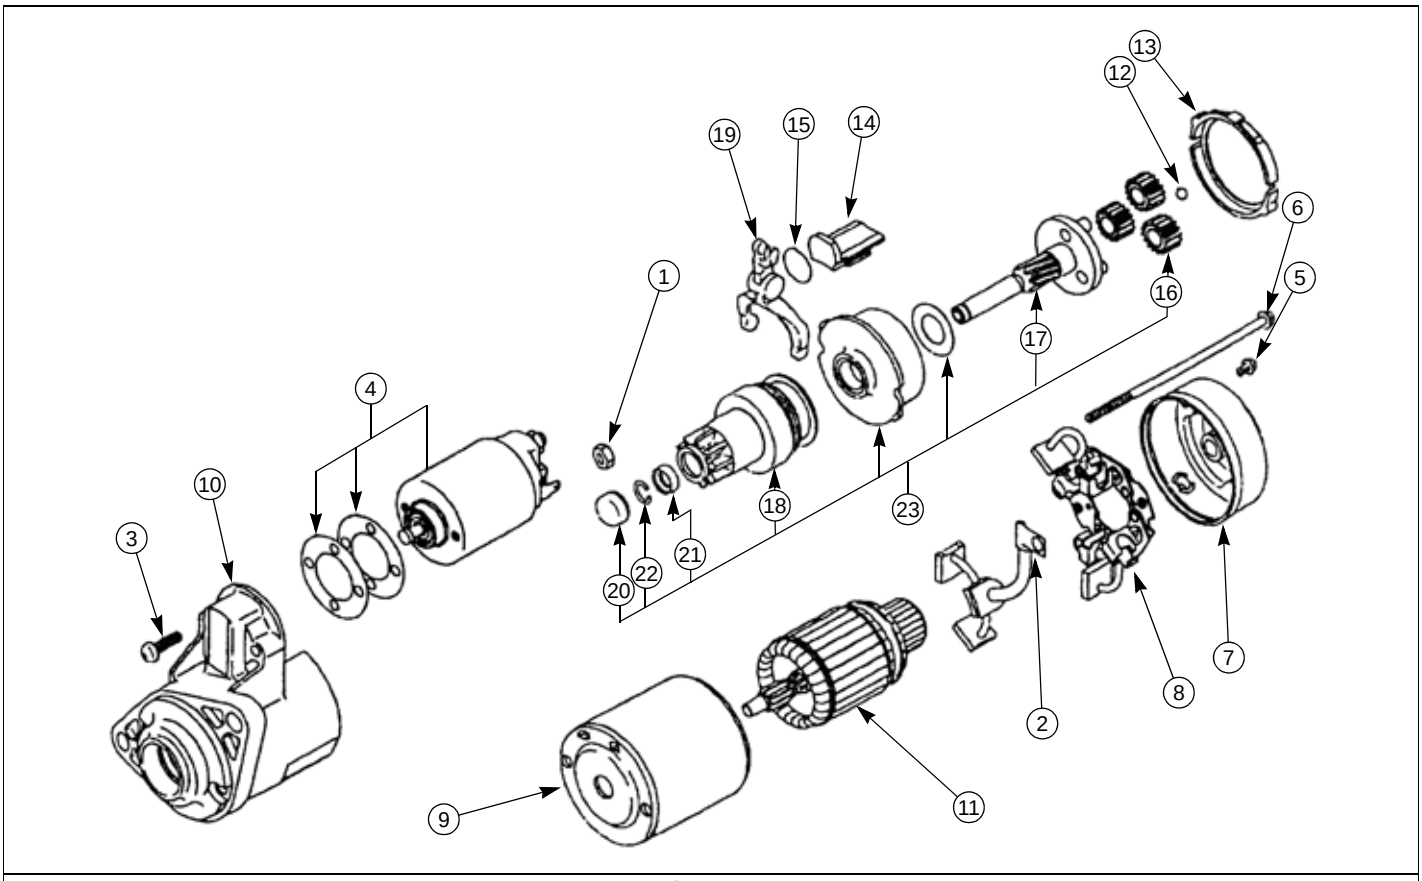
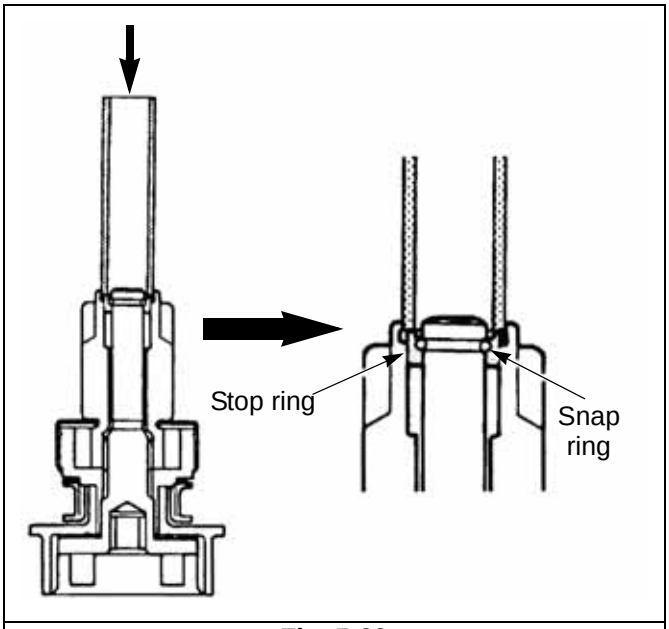

Fig. 5-28
Fig. 5-29
Reference page 5-14, Fig. 5-28.
b. Slide a piece of tubing of suitable size over shaft against stop ring ㉑) (see page 5-14, Fig. 5-28 and page 5-15, Fig. 5-29).
c. Then tap the tubing with a hammer to remove the stop ring and expose snap ring ㉒ (see page 5-14, Fig. 5-28 and page 5-15, Fig. 5-29). Remove the tubing from the shaft.
d. Remove the snap ring and the stop ring and separate the overrunning clutch ⑱ (see page 5-14, Fig. 5-28 and page 5-15, Fig. 5-29) from the gear shaft ⑰ (see page 5-14, Fig. 5-28 and page 5-15, Fig. 5-29). If the snap ring is distorted, it will be necessary to use a new one on reassembly.